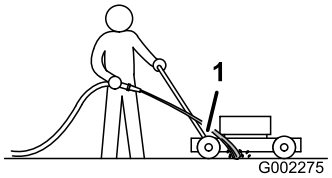

Рисунок 42
3. Удерживайте садовый шланг на уровне рукоятки и направьте поток воды на землю непосредственно перед правым задним колесом (Рисунок 42).